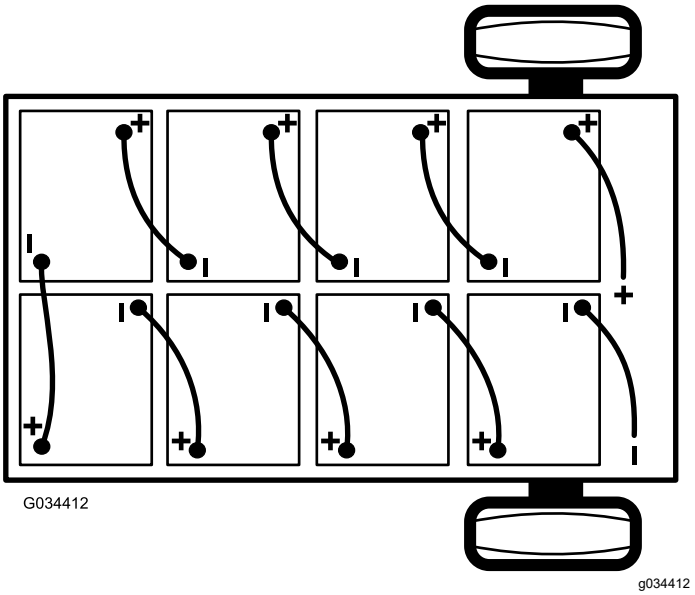

**Figuur 38**
2. Maak de zwarte hoofdkabel (-) los die de accugroep verbindt met het aardingspunt van de machine (Figuur 38).
3. Maak de rode hoofdkabel (+) los die de accugroep verbindt met de hoofdschakelaar van de machine (Figuur 38).
**Opmerking:** Let op de polariteit van de accu als u een nieuwe accu plaatst (Figuur 38).
6. Sluit de accu's op elkaar aan zoals in Figuur 38; gebruik hiervoor de accuverbindingskabels die u verwijderd hebt in stap 1.
2. Sluit de rode hoofdkabel (+) tussen de accugroep en de machine aan (Figuur 38).
3. Sluit de zwarte hoofdkabel (-) tussen de accugroep en de machine aan (Figuur 38).